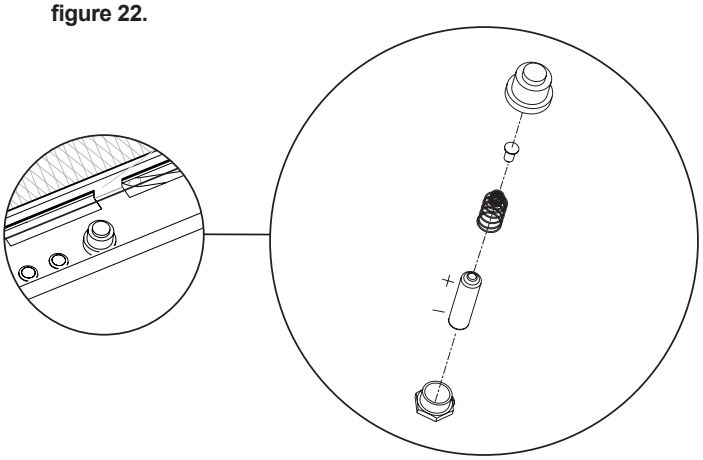

Figure 22
4. Dévisser le bouton d'allumage et installer la pile AA fournie dans l'enveloppe d'instruction avant de fermer la porte de contrôle. **Voir figure 22.**